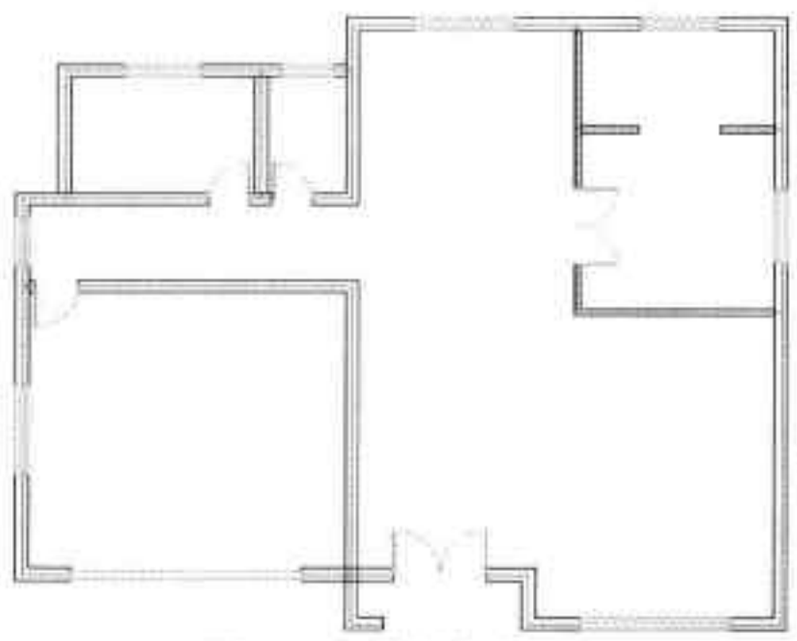

图5-86 绘制房门图形
Step19 按照同样的方法，根据门洞尺寸绘制出别墅一层平面所有房门图形，如图 5-86 所示。